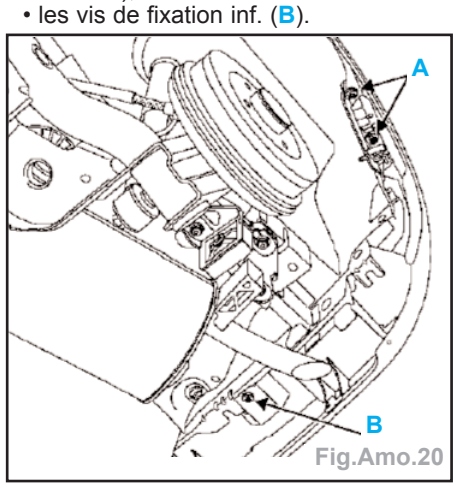

Fig.Amo.20
- les vis de fixation latérale (**A**) (Fig. Amo.20),